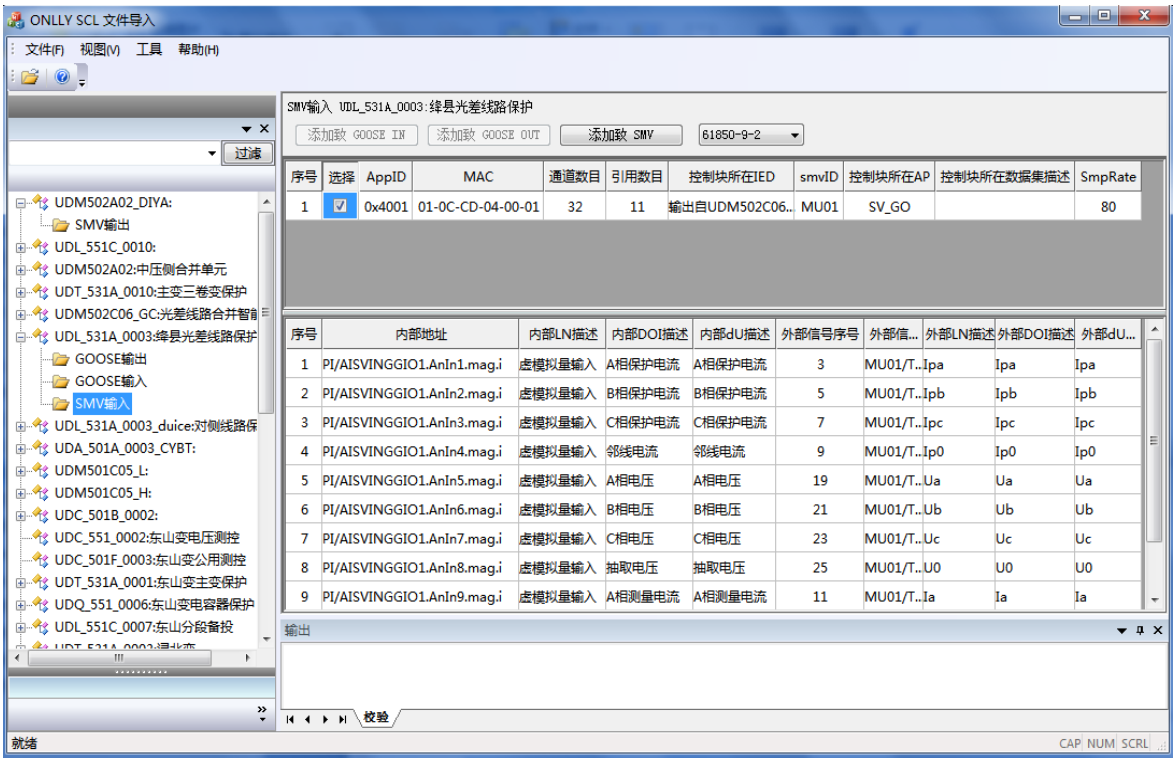

图 3-14 SCL 文件导入—导入 SMV 配置
① 点击 按钮，选择所需的模型文件，然后打开该模型文件；
② 在左侧的IED装置列表显示区中，点击所需测试的IED装置，展开显示该装置包含的控制块信息（如：SMV输入/输出、GOOSE输入/输出），在右侧窗口中将显示各个控制块的详细信息；
③ 进行SMV配置，点击“SMV输入/输出”文件夹，在右侧的控制块列表显示/选择区选中要模拟的SMV控制块，根据需要先选择SMV协议【“61850-9-2”或“FT3(60044-7/8)”】，然后点击“添加至SMV配置”，即把选中的多个SMV控制块添加至SMV配置界面（见图3-14）；
④ 进行GOOSE配置，点击“GOOSE输入/输出”文件夹，在右侧的控制块列表显示/选择区选中要模拟的GOOSE控制块，根据需要点击“添加至GOOSE IN配置”或“添加至GOOSE OUT配置”，